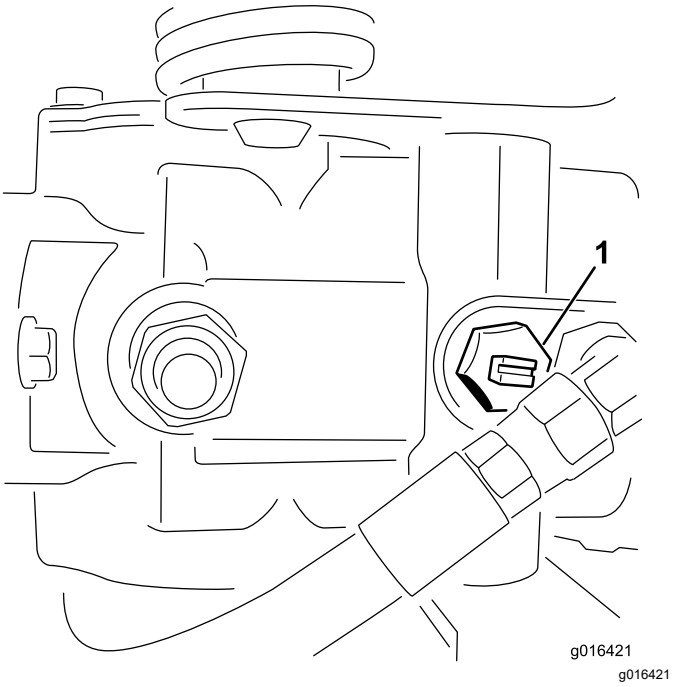

**Figuur 24**
1. Ga naar het omloopventiel op de pomp en draai het 2 volledige slagen linksom (Figuur 24).
2. Voordat u de motor start, moet u het omloopventiel sluiten door het 2 volledige slagen rechtsom te draaien (Figuur 24).